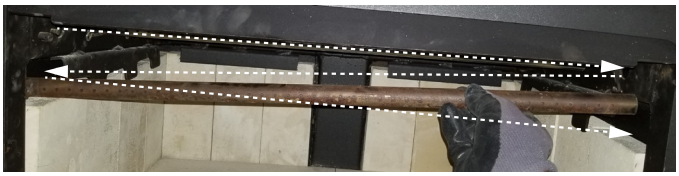

Figure 19 Front Air Tube Removal
2. Remove the air tube by sliding it into the space to the right, followed by sliding the tube left and partially forward, and finally remove the tube by sliding to the right and out of the firebox. Overall this pattern looks like the letter Z. See Figure 19.